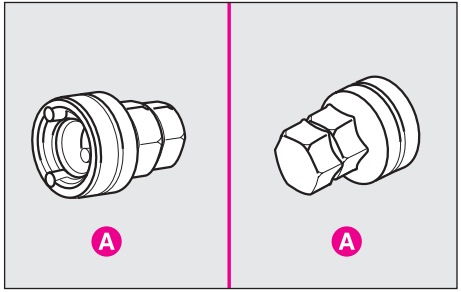

fig. 7
12) Loosen the bolts fastening the wheel to be changed by approximately one turn. Use the specific supplied tool **A-fig. 7** to remove the antitheft bolt.